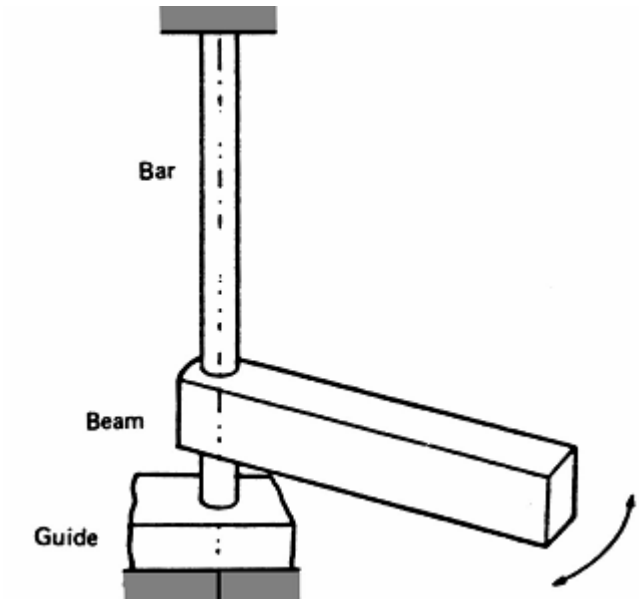

Fig. 2 (Q.4 (a))
Q.4 **(a)** Part of structure is shown in fig. 2, can modelled as a torsional system comprising a bar of stiffness 10 kN m/rad and a beam of moment of inertia about the axis of rotation of 50 kg.m^2. The bottom guide imposes a friction torque of 10 N.m. If the beam is displaced through 0.05 rad from its equilibrium position and released, find the frequency of the oscillation, the number of cycles executed before the beam motion ceases and the position of the beam when this happens. **10**